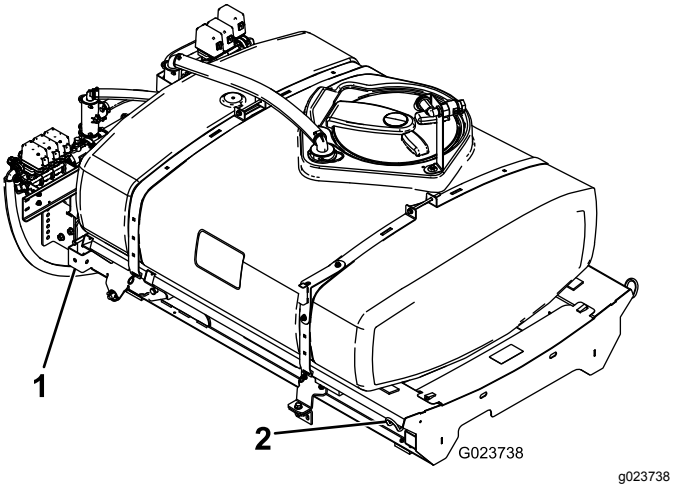

Figuur 9
1. Gebruik een hefinstallatie om het tankframe (Figuur 9) op te tillen en plaats deze op het frame van de machine met de pomp en de kleppen naar achteren gericht.